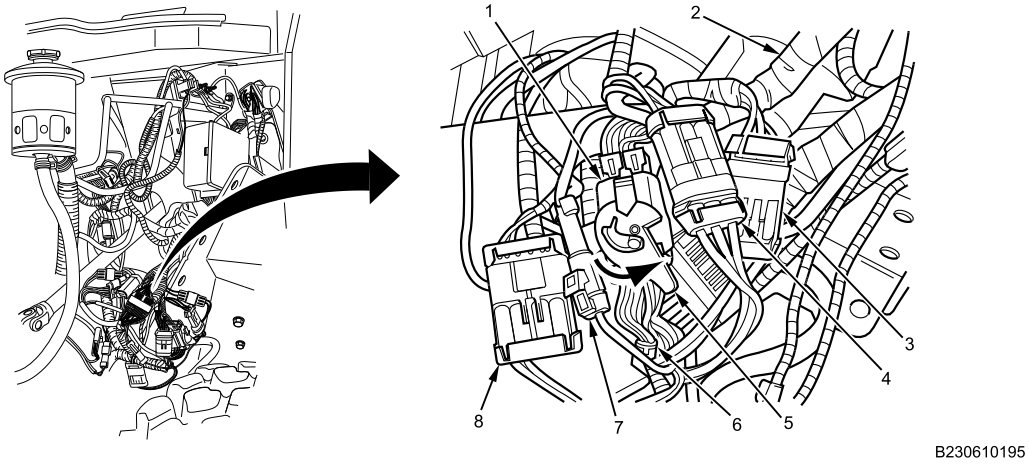

Figure 8. Five Connectors.
1. From left side of engine area, place center chassis harness (Figure 8, Item 6) into position and connect five connectors (Figure 8, Item 1, 3, 4, 7, and 8) to PDC harness (Figure 8, Item 2).
2. Rotate locking tab (Figure 8, Item 5) clockwise to lock 40-pin connector (Figure 8, Item 1).